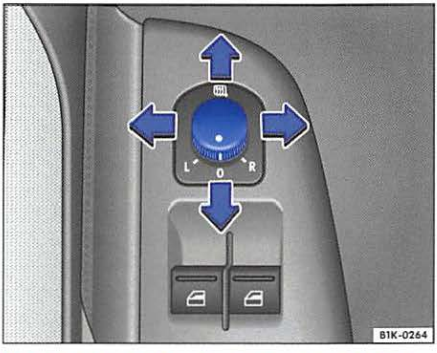

Fig. 47 Section of the driver's door: joystick for the outside mirrors
1. Turn the joystick ⇒ fig. 47 to L (**left outside mirror**).